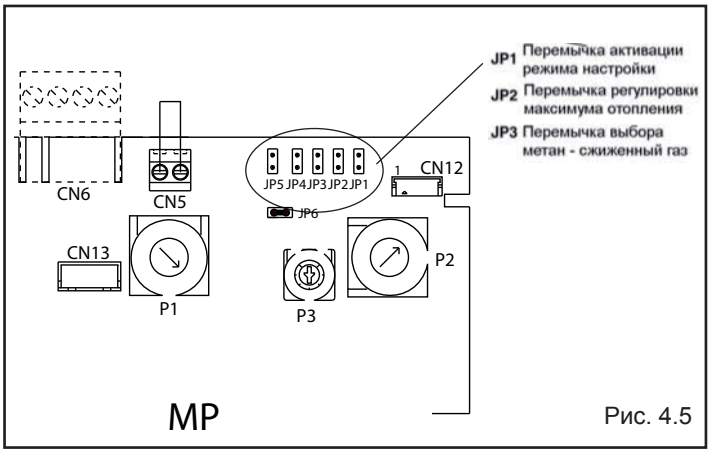

Рис. 4.5
- Установите перемычку JP1 (рис. 4.5), при этом ручки, расположенные на панели управления, начнут выполнять функции регулирования минимума и максимума для режима отопления; На дисплее появляется ADJ 🔔 чтобы показать, что регулировка выполняется
- Установите перемычку JP2 (рис. 4.5)
- На плате управления (рис. 4.5):